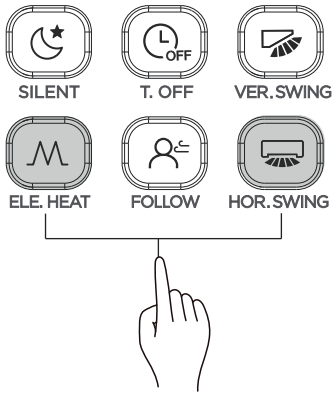

Rysunek 3.19
1) Naciśnij jednocześnie przyciski i aby zablokować klawiaturę pilota (patrz Rysunek 3.19). Na wyświetlaczu pojawi się ikona .